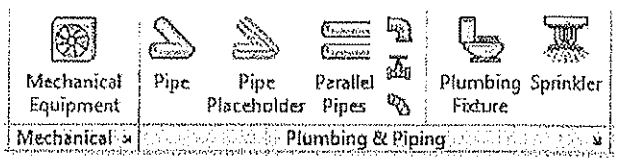

Figure 9–2
- The tools used for creating and placing piping components and systems are located in the *Systems* tab>Plumbing & Piping panel, as shown in Figure 9–2.